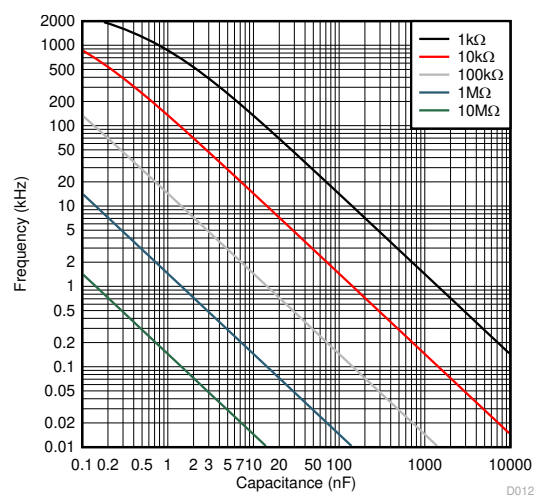

Figure 6-8. Nominal Free-Running Frequency vs Timing Capacitance
These equations and those given earlier are similar in that a time constant is multiplied by the logarithm of a number or function. The limit values of the logarithmic terms must be between ln(2) at low frequencies, and ln(3) at extremely high frequencies. For a duty cycle close to 50%, an appropriate constant for the logarithmic terms can be substituted with good results. Output waveform duty cycles less than 50% require that $t_{c(H)} / t_{c(L)} < 1$ and possibly that $R_A \leq r_{on}$. These conditions can be difficult to obtain. Figure 6-8 shows the nominal free-running frequency associated with various combinations of C_T and $R_A + 2 \times R_B$.